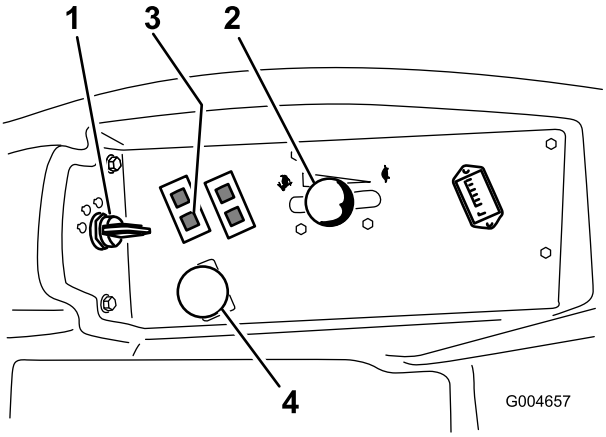

Figur 15
4. För kraftuttagsbrytaren till det urkopplade läget (Figur 15).
5. För gasreglaget till mittläget mellan långsamt och snabbt (Figur 15).